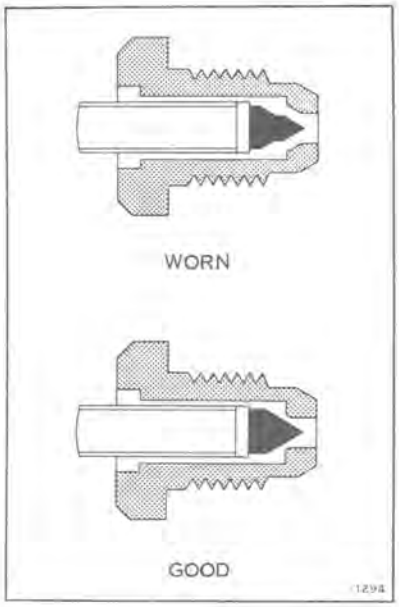

Figure 6-6
c. Check the needle valve seat with a magnifying glass; if seat is nicked, scratched, or worn out-of-round, it will not give satisfactory service. See Figure 6-6. The valve seat and needle are a matched set; if either is worn, both parts must be replaced. Use a new gasket when reinstalling the needle seat.